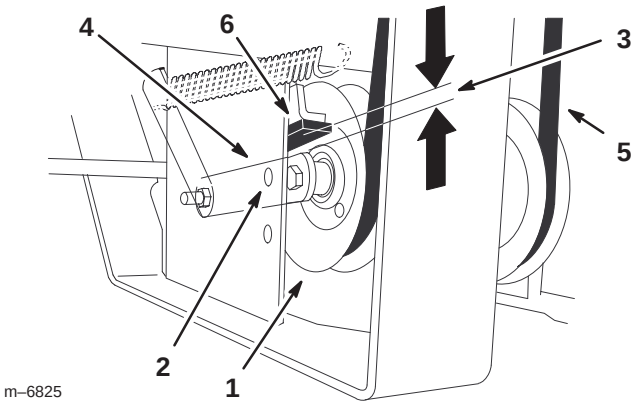

Figure 70
9. Check the distance from the rubber stop and the arm of the spring loaded idler pulley when the idler plate is tightened. It needs to be 0 to 1/4 inch (0 to 6 mm) from the rubber stop (Fig. 70).